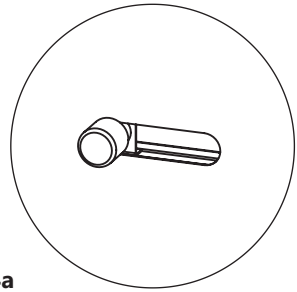
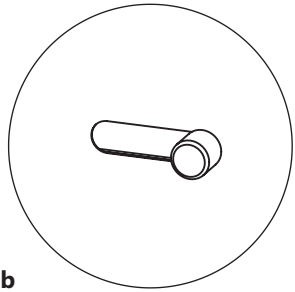

Figure 4a
Figure 4b
- set the primary air regulator (Figure 1, item 7) and the secondary air regulator (Figure 1, item 6) in the open position as shown in Figures 4a and 5a.
Set the primary air regulator to the open position (Fig. 4a) during firing and keep it in that position until stable stove operation is established after adding larger pieces of wood or coal. After that, set the regulator to the closed position (for wood and wood briquette combustion – Fig. 4b) and keep it in that position throughout stove operation. When closed, the regulator prevents air supply below the grate, thereby reducing combustion intensity. If the fuel is of poor quality, partially open the regulator. With the primary air regulator in the closed position (Fig. 4b), the nominal output of 8.0 kW is achieved.